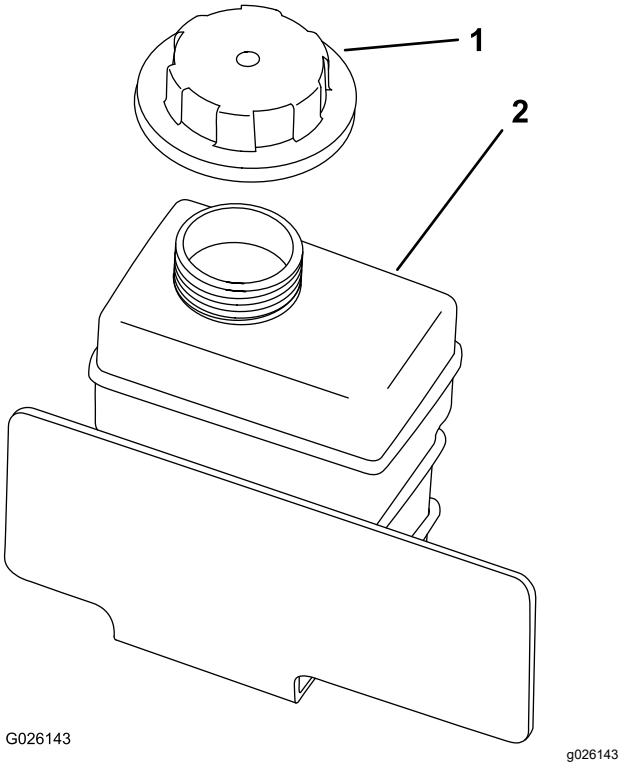

Figura 55
8. Encha lentamente o depósito de reserva de líquido de arrefecimento até que o nível atinja a parte inferior do tubo de enchimento (Figura 55).
9. Coloque o tampão do depósito secundário (Figura 55).